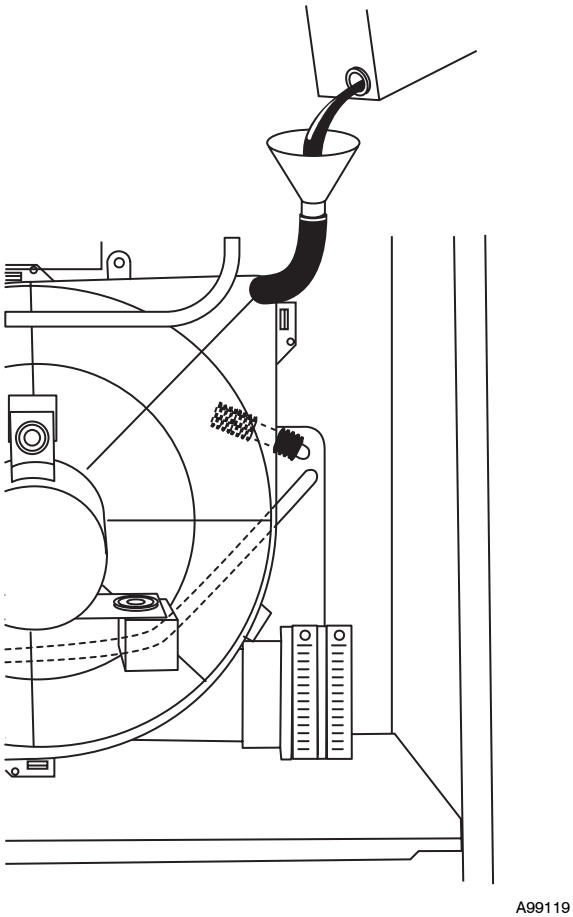

Fig. 47 - Filling Condensate Trap
4. Pour 1 quart of water into funnel/tube. Water should run through inducer housing, overfill condensate trap, and flow into open field drain. (See Fig. 47.)